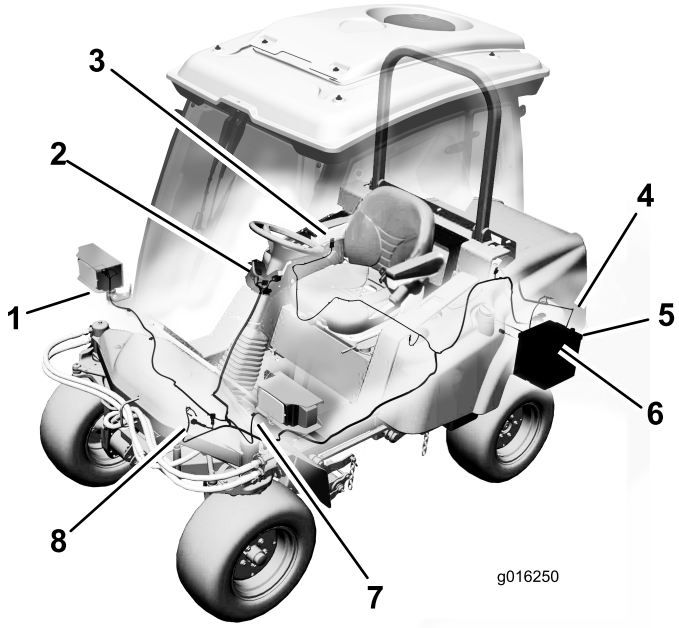

Figur 12
- Før ledningssatskoblingen for venstre og høyre frontlys langs fronten av plattformen til hvert frontlys (Figur 12).
- Før ledningssatsen til hornet og koble de to ledningene til terminalene (Figur 12).
- Ta ut skruene (2) som fester kontrollpanelet til tankdekslet.
- Løft kontrollpanelet og finn ledningssatskoblingen merket **Tilbehør** (Figur 12).
- Før og koble til ledningssatsens vesle ringterminal til jordingsblokken (Figur 12).
- Før og koble til ledningssatsens ringterminal til den positive (+) batteripolen (Figur 12).
4. Baklyskobling (2)
- Før ledningssatsen langs den eksisterende ledningssatsen og rammerøret til venstre pæreledningssats bak (Figur 12). Sett ledningssatskoblingen inn i pærens ledningssatskobling. Fest ledningssatsen til den eksisterende ledningssatsen og rammerøret med kabelfester.